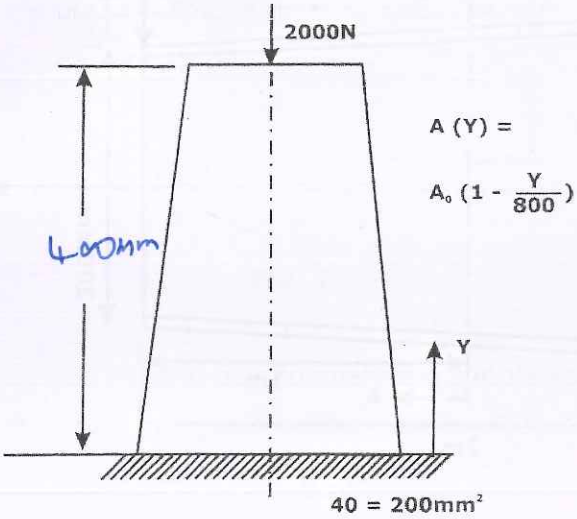

Fig.6
b. A linearly tapered Al. bar is under an axial load of 2000N as shown in Fig.6. Find strain energy expression for the above case. **06**